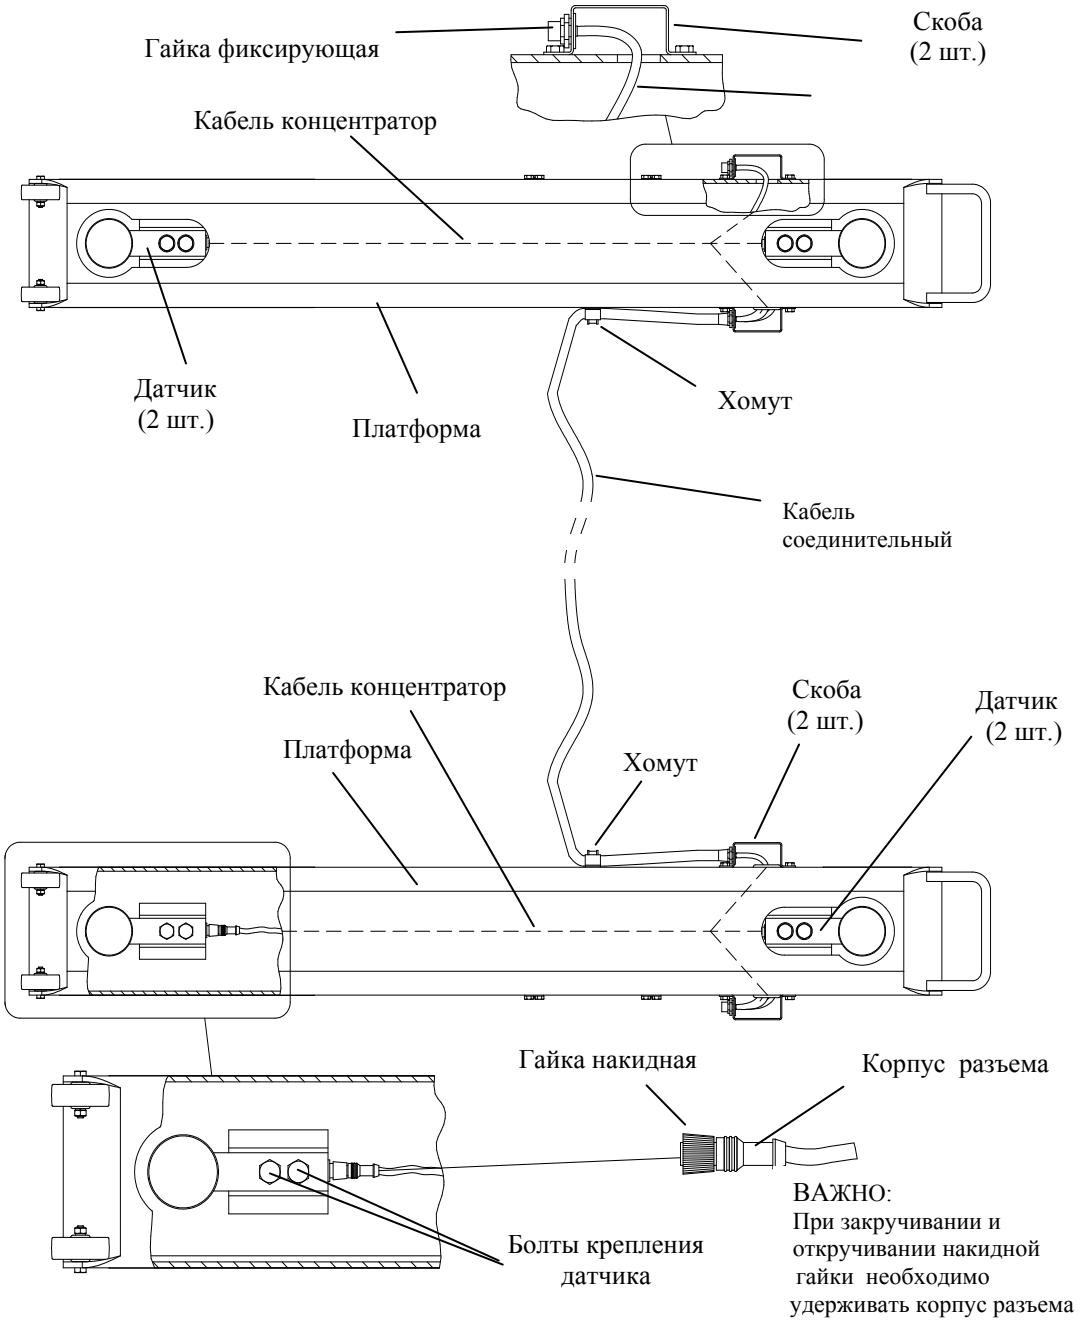

Рис. 10.7 - Модуль 4D-B_
- Отвернуть накидную гайку и отсоединить соединительный кабель (см. Рис. 10.7). Отвинтив хомут крепления кабеля, освободить кабель от модуля.